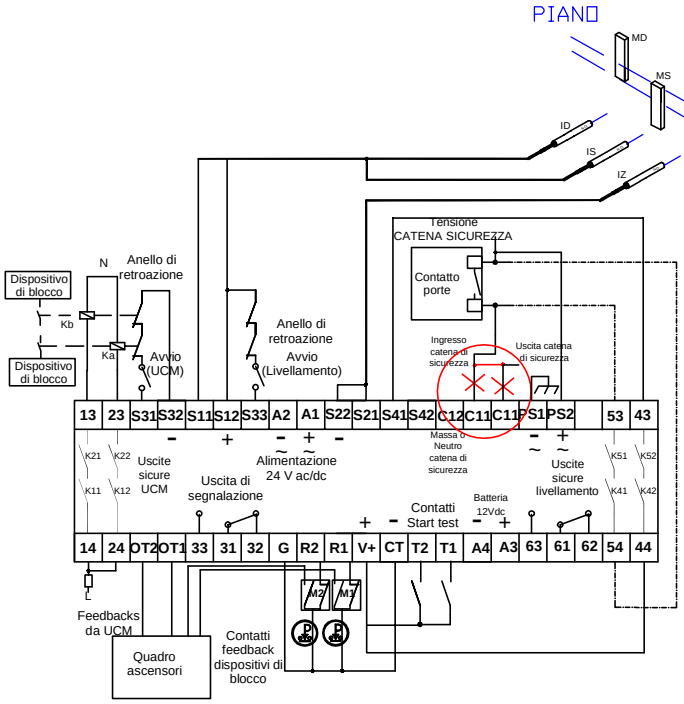

FIG. 1 TEST MOVIMENTO INCONTROLLATO
4) Sconnettere l'ingresso C11 e chiudere la catana di sicurezza come indicato in fig.1 (allegatoA)